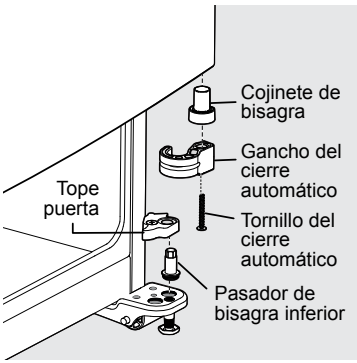

Figura 3
8. Quite el tornillo de tope de la puerta con un destornillador de cabeza hexagonal T25 y retire el tope de la puerta (ver Figura 3).
9. Desatornille el pasador de la bisagra inferior con una llave inglesa y déjelo aparte (ver Figura 3).